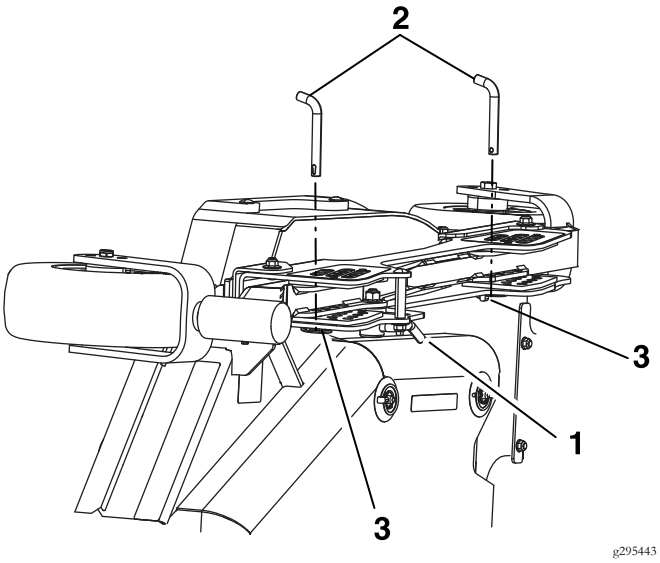

Figure 18
B. Unlock the cam locks located on the height of cut channel on the wing deck (see Figure 18).
D. Move the wing deck to the appropriate height and reinstall the height of cut pins and lynch pins as shown in Figure 18.